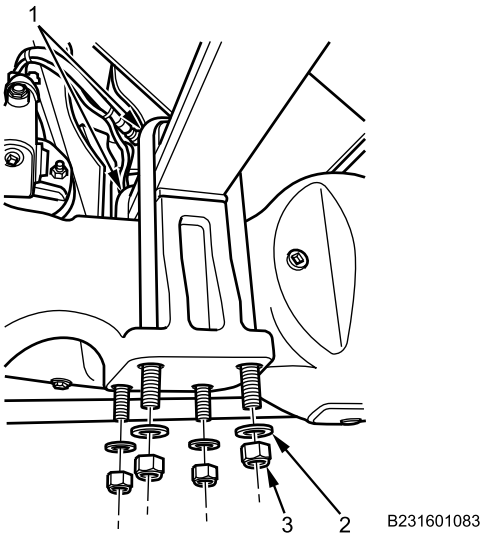

Figure 4. Front Shock Absorber Lower Mounting Bracket Installation, U-Bolt Locknuts and Washers.
3. Apply corrosion preventive compound to front spring U-bolts, (Figure 4, Item 1) new front spring U-bolt locknuts (Figure 4, Item 3), and washers (Figure 4, Item 2).
4. Install four front spring U-bolt washers (Figure 4, Item 2) and U-bolt locknuts (Figure 4, Item 3) on front spring U-bolts (Figure 4, Item 1).